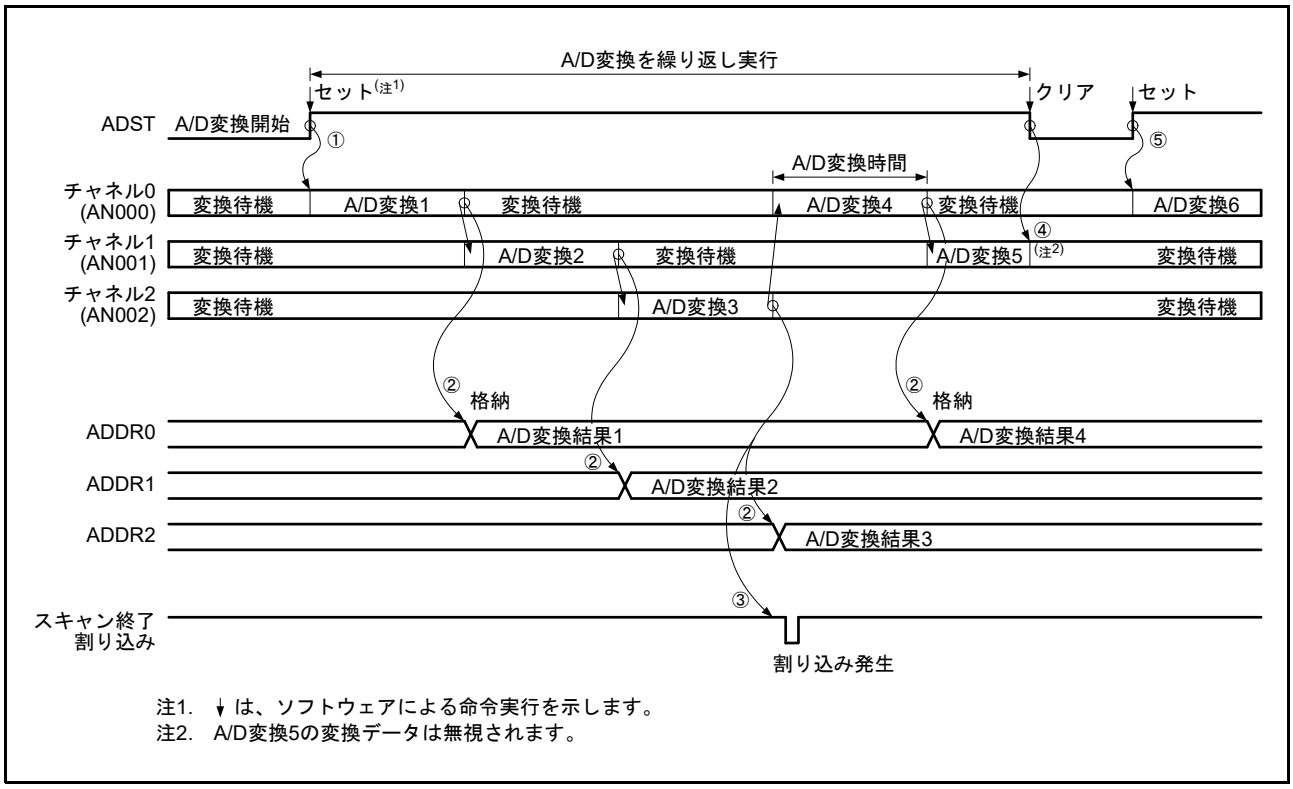

図 39.21 連続スキャンモードの動作例 (基本動作：AN000、AN001、AN002 選択)
(1) ソフトウェア、同期トリガまたは非同期トリガ入力によって ADCSR.ADST ビットが “1” (A/D 変換開始) になると、ADANSA0、ADANSA1 レジスタで選択したアナログチャネルを ADSCSn レジスタで設定した変換順序に沿って A/D 変換を開始します (図 39.21 の変換順序設定：AN000 → AN001 → AN002)。
(2) 1 チャネルの A/D 変換が終了すると、A/D 変換結果は対応する A/D データレジスタ (ADDRy) に格納されます。
(3) 選択されたすべてのチャネルの A/D 変換終了後、ADCSR.ADIE ビットが “1” (スキャン終了割り込みを許可) に設定されていると、スキャン終了割り込み要求が発生します。